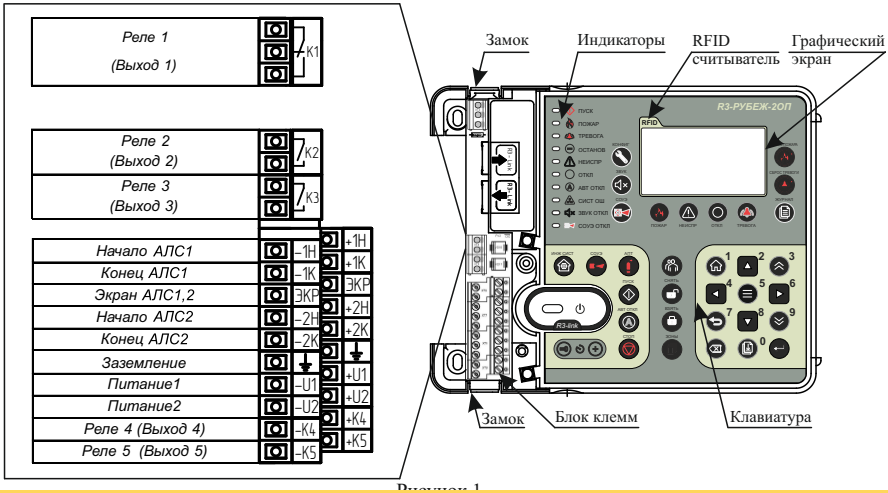

Рисунок 1
1.4.4 В приборе имеется одно переключающееся реле (Выход 1), два нормально-разомкнутых контакта реле (Выход 2, Выход 3) и два выхода с контролем целостности цепей (Выход 4, Выход 5) (рисунок 1). Настройка логики включения производится с помощью приложения «Администратор» ПО FireSec.